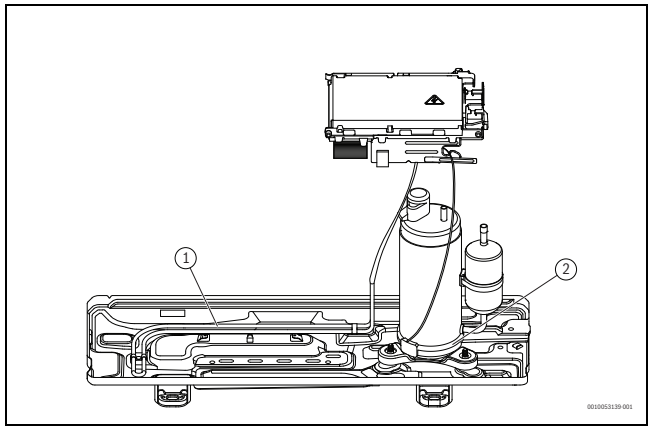

Fig. 13
- Treceți țevile prin perete și atașați unitatea interioară la placa de montaj (→ Fig. 13).